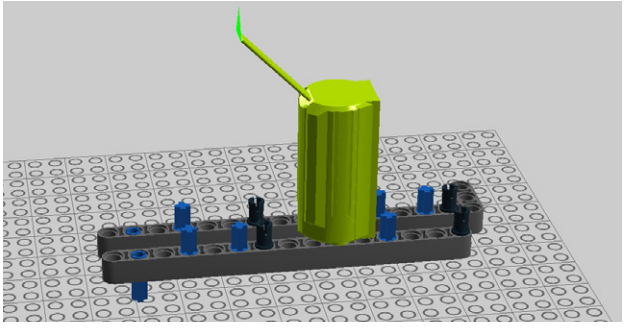

Figure 5-46. *Step 39: Attaching the motor*
39. Add the Power Functions motor (see Figure 5-46).